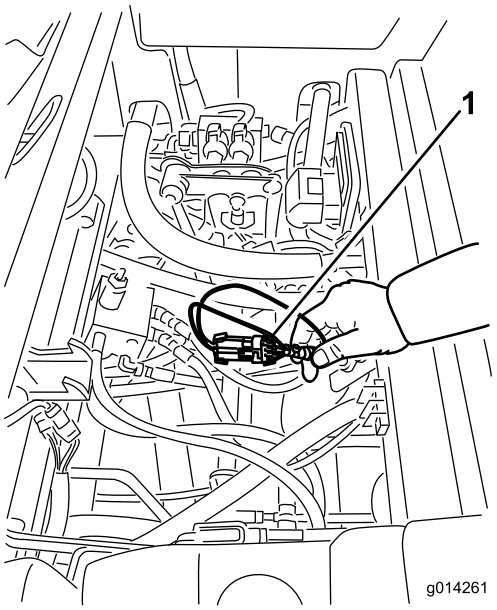

Figuur 27
3. Zoek de kabelboom en de kabelstekkers bij het besturingssysteem (Figuur 27).